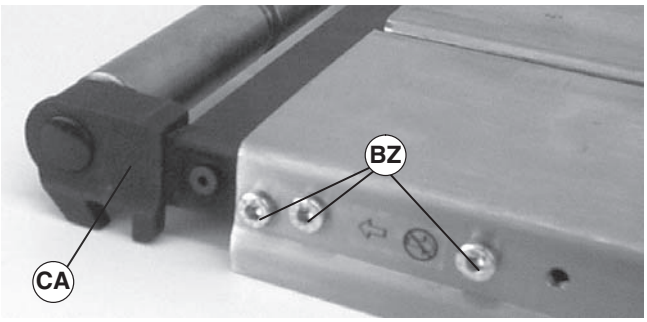

Figure 46
1. Remove three (3) screws (Figure 46, item BZ) on both sides of conveyor.